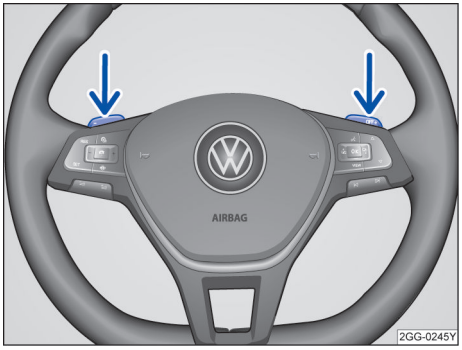

图 111 部分车型方向盘上的换挡拨片
– 当换挡杆处于位置 D 或 S 时，请按压方向盘左侧的换挡拨片⊖或右侧的换挡拨片⊕→图 111。